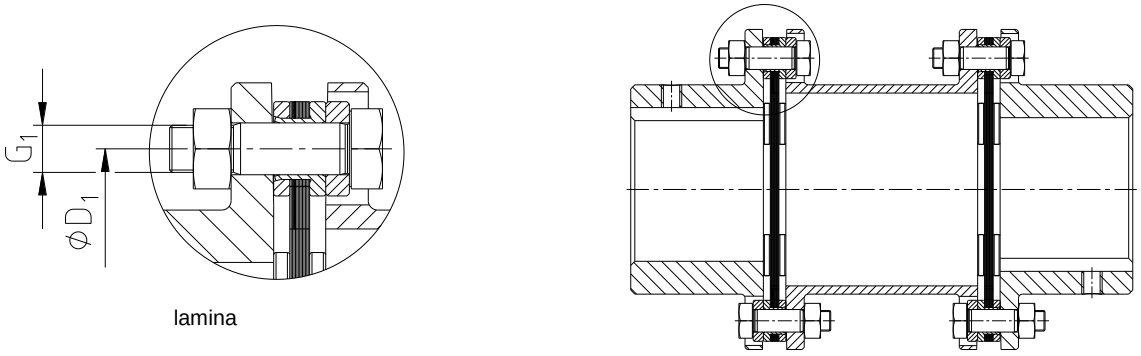

rysunek 23: montaż łącznika płytkowego (laminy) RADEX®-N rozmiar 20 - 70
- Zmontować laminy z elementem pośrednim (patrz rysunek 23 lub 24, odpowiednio). Dla wykonania NN stosowana jest wyłącznie jedna lamina (brak elementu pośredniego).
- Najpierw skręcić wszystkie elementy ręcznie, śruby wkładać na przemian od lewej i od prawej strony (patrz rysunek 23 lub 24, odpowiednio).